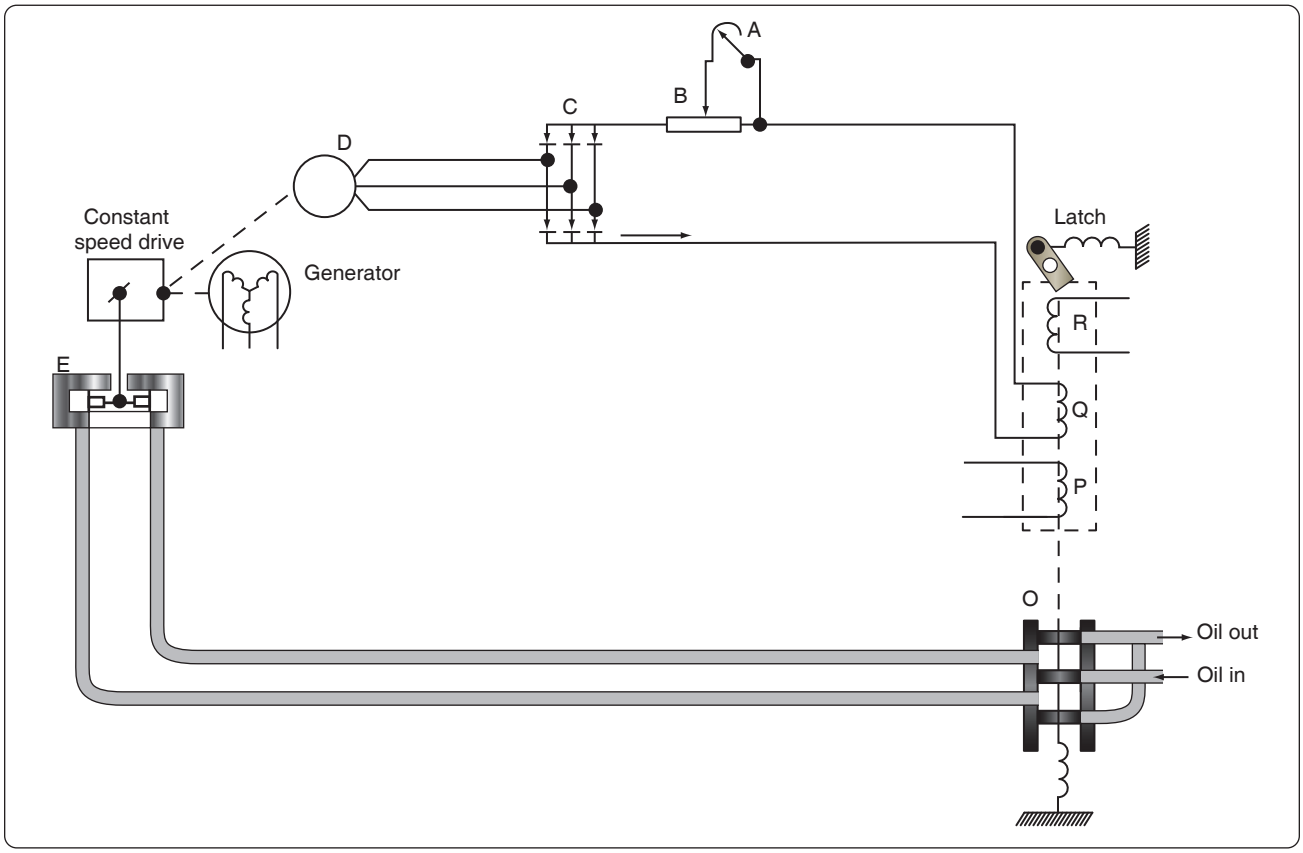

Figure 12-337. *Electrical hydraulic control circuit.*
Figure 12-337 shows the electrical circuit used to govern the speed of the transmission. First, the main points of the complete electrical control circuit are discussed. *[Figures 12-337* and *12-338]* For simplification, two portions, the overspeed circuit and the load division circuit, are considered as individual circuits.
Note, in *Figure 12-337*, that the circuit has a valve and solenoid assembly (O) and a control cylinder (E), and that it contains such units as the tachometer generator (D), the rectifier (C), and adjustable resistor (B), rheostat (A), and the control coil (Q).